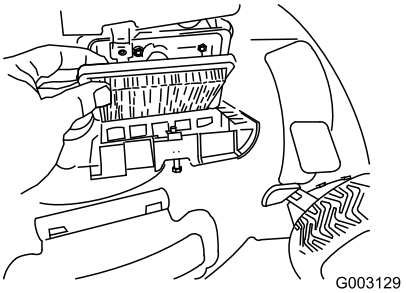

**Figuur 33**
4. Plaats het deksel terug (Figuur 33).